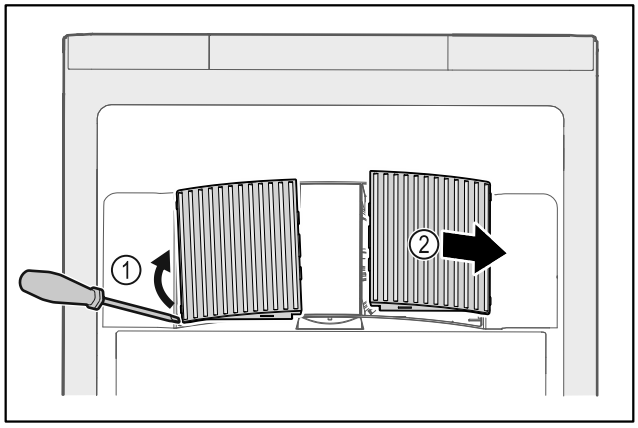

Fig. 105
▶ Extraire par un mouvement de levier les caches latéraux *Fig. 105 (1)* vers l'avant *Fig. 105 (2)*.